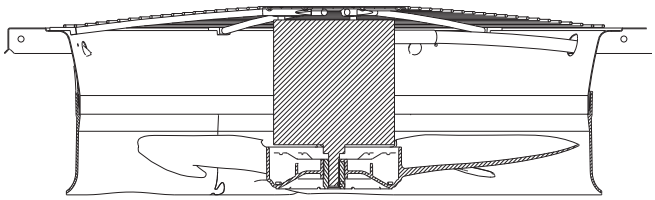

**Fig. 25 — Condenser Fan Adjustment**
2. Remove condenser-fan assembly (grille, motor, and fan) (see Fig. 25).